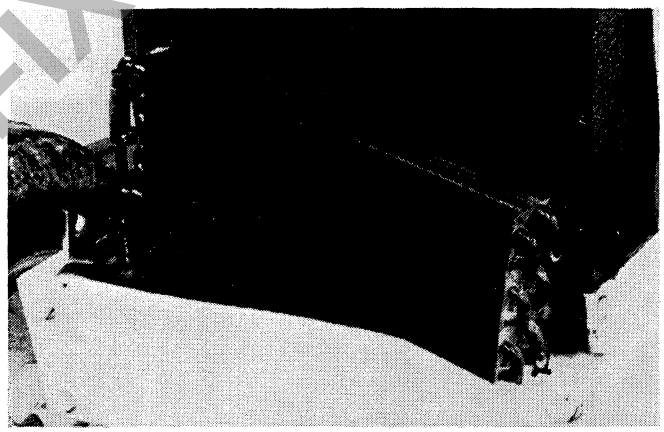

Figure 23
17. Lower the oil cooler until the oil cooler is in the position shown in Figure 23.